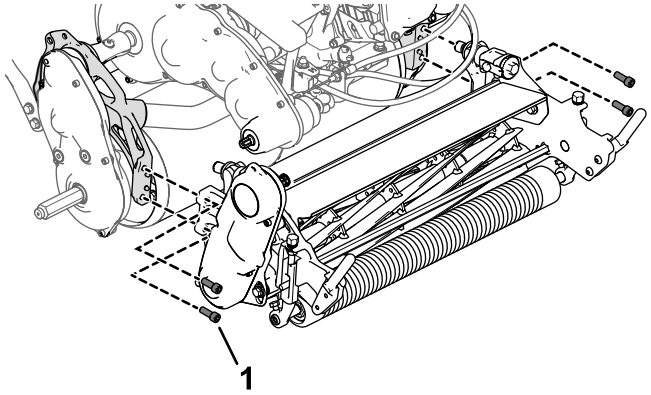

Rysunek 6
1. Przy pomocy 4 śrub imbusowych zamocuj jednostkę tnącą na maszynie (Rysunek 6).